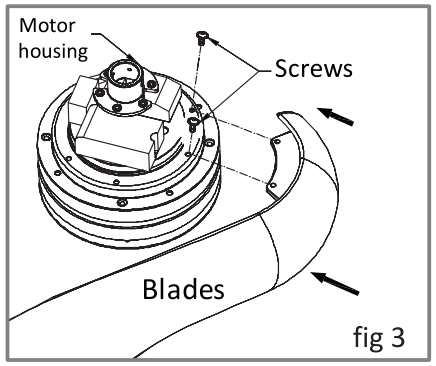

fig 3
1) According to indication, insert blades between upper fixed plate and lower fixed plate, using the blade screws and fixing blades onto the upper fixed plate through capacitance gap.(fig 3)